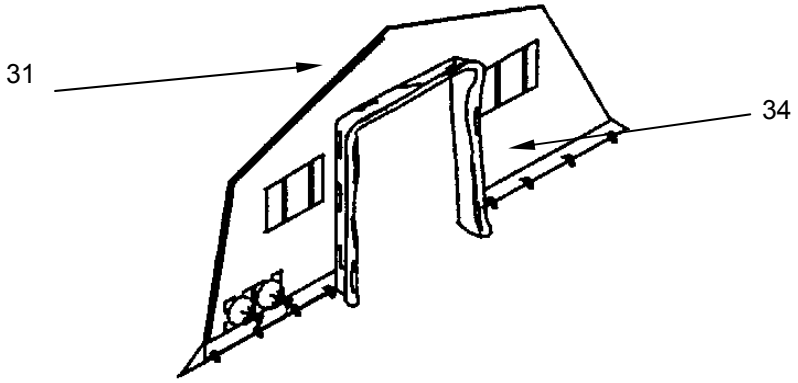

Figure 16. Identify Modified End Section (ISO Bootwall) Components.
1. Identify modified end section (bootwall) **(Figure 16, Item 34)**. Modified end section (bootwall) should be stenciled “ISO Bootwall”.
2. Identify large spindle grommet **(Figure 16, Item 31)** at peak of modified end section (bootwall).